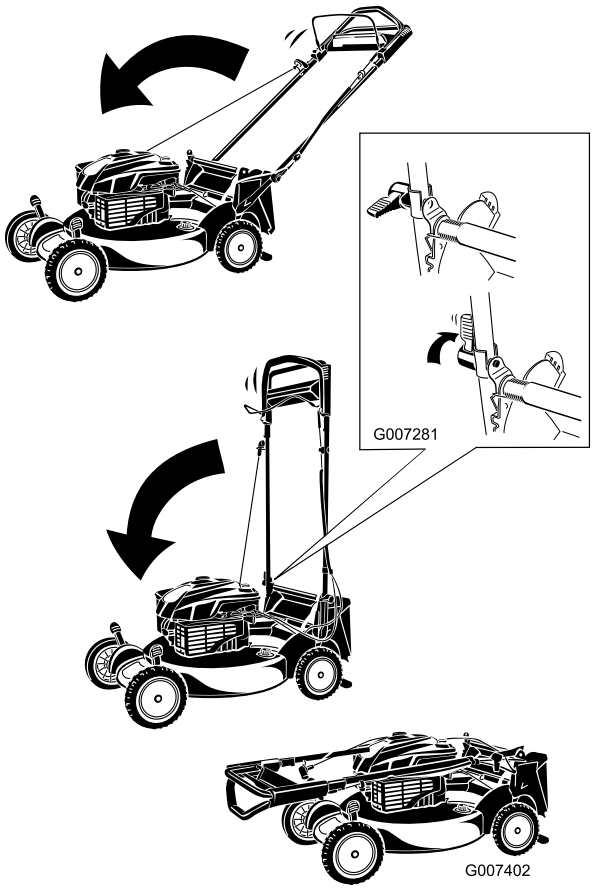

Figur 44
1. Drej håndtaget fremad (Figur 44).